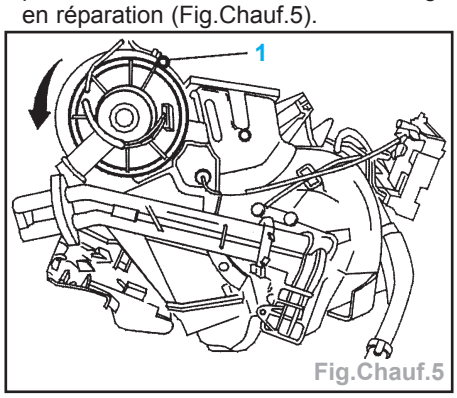

Fig.Chauf.5
Nota : Déposer la vis (1) qui peut être présente dans certains cas de montage en réparation (Fig.Chauf.5).